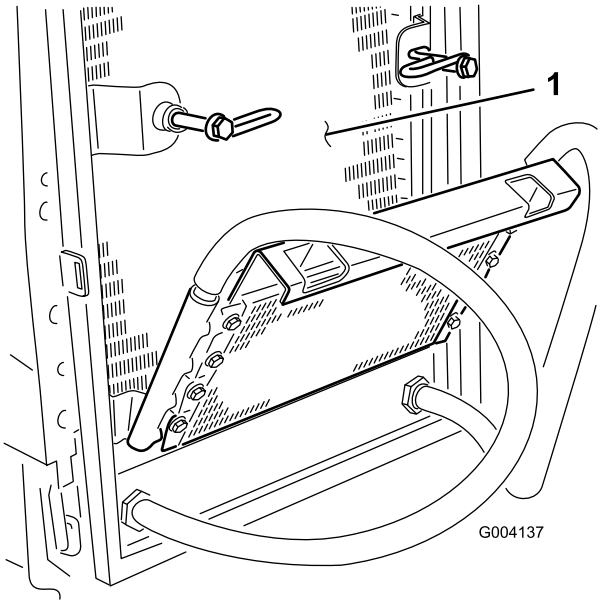

Figur 63
6. Rengör noga på båda sidor om oljekylaren och kylaren (Figur 63) med tryckluft.